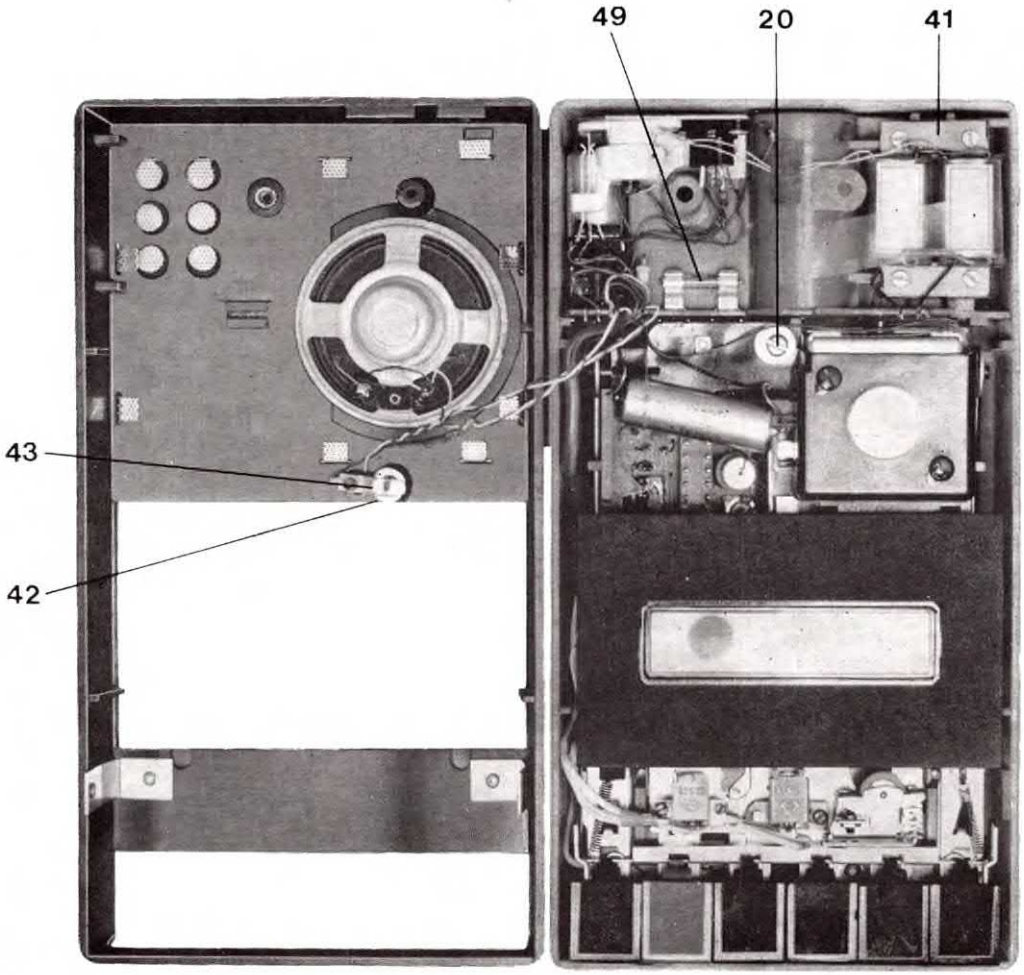

Abb. 6
Zum Öffnen des Gerätes sind zunächst die Batterien herauszunehmen und die beiden in der Batteriekammer sichtbaren Schlitzschrauben (18) zu entfernen. Anschließend ist das Gerät in Normallage zu bringen, und es können die beiden seitlichen Befestigungsschrauben (19) herausgeschraubt werden. Nachdem nunmehr der Kassettenauswurf betätigt und ggf. die Kassette entfernt wird, kann bei geöffnetem Kassettendeckel die obere Gehäuseschale in nach hinten geneigter Stellung vorsichtig abgehoben und, soweit es die Verbindungsleitungen zum Lautsprecher und der Kontrollampe gestatten, neben das Gerät gelegt werden. Abb. 6 zeigt das geöffnete Gerät.
Der Netztrafo (41) kann nach Ablöten der Litzen und Lösen des Klebebandes herausgenommen und gegen einen anderen ausgetauscht werden (s. Abb. 6).
Die Zwerglampe kann nach Abschwenken der länglichen Kontaktfeder (43) aus der Halterung (42) herausgenommen werden. Beim Einsetzen einer neuen Kontrollampe ist darauf zu achten, daß die Lötstelle durch die Aussparung des anderen Kontaktes geführt wird (Abb. 6).
Die Sicherung (49) wird in bekannter Weise im Bedarfsfall ausgetauscht (Abb. 6).